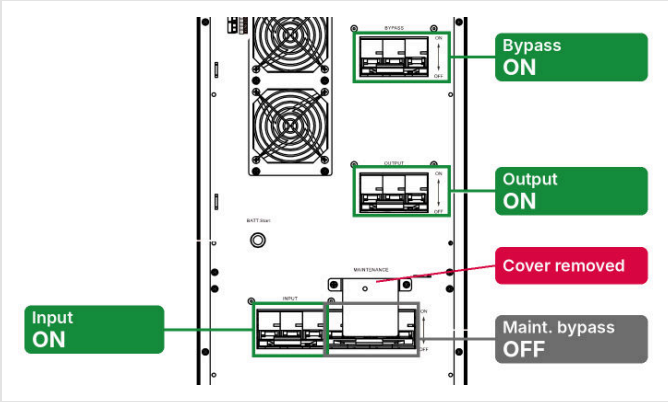

FIGURE 6-5 Step 1: cover removed, load on bypass
1. Remove the cover of the maintenance-bypass breaker (item 14 in Figure 2-5). The door switch opens: the UPS turns its inverter off and transfers the load to bypass (Figure 6-5). Check that the main page shows the bypass output (Figure 5-5).